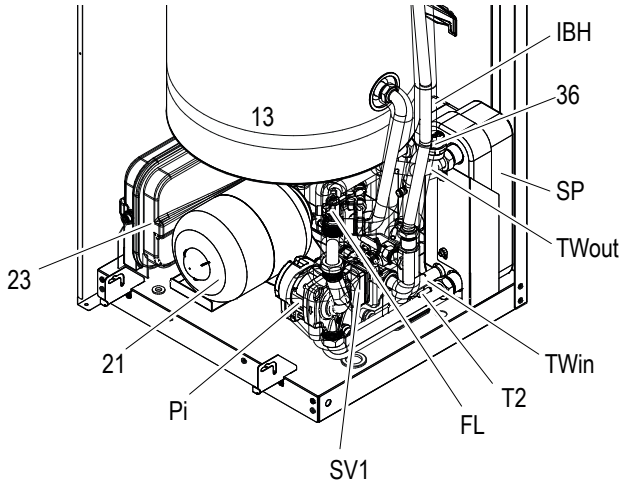
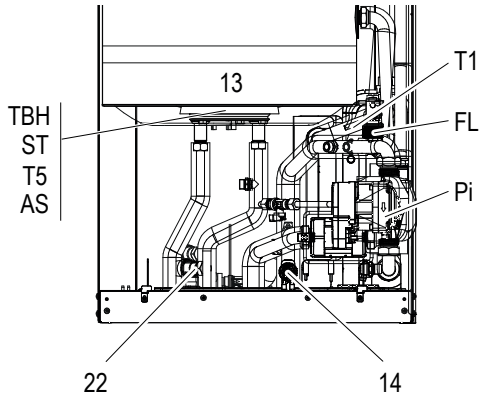
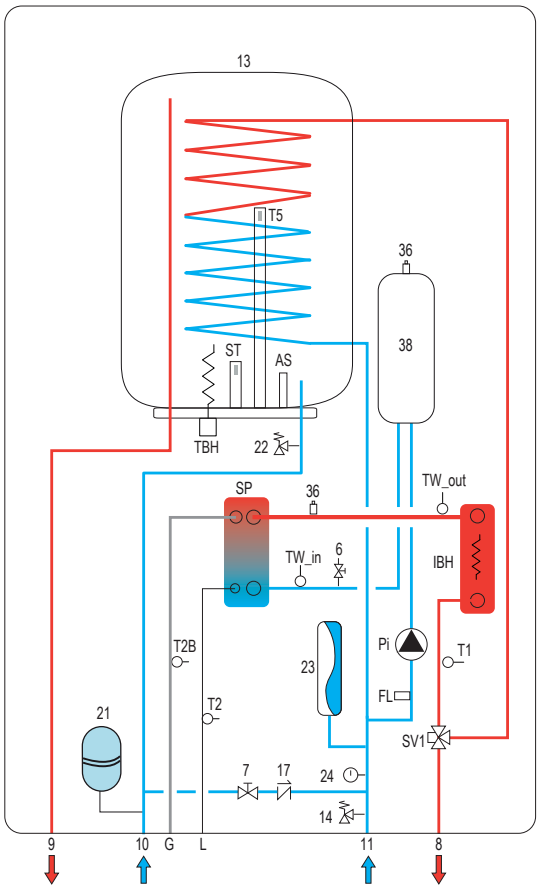
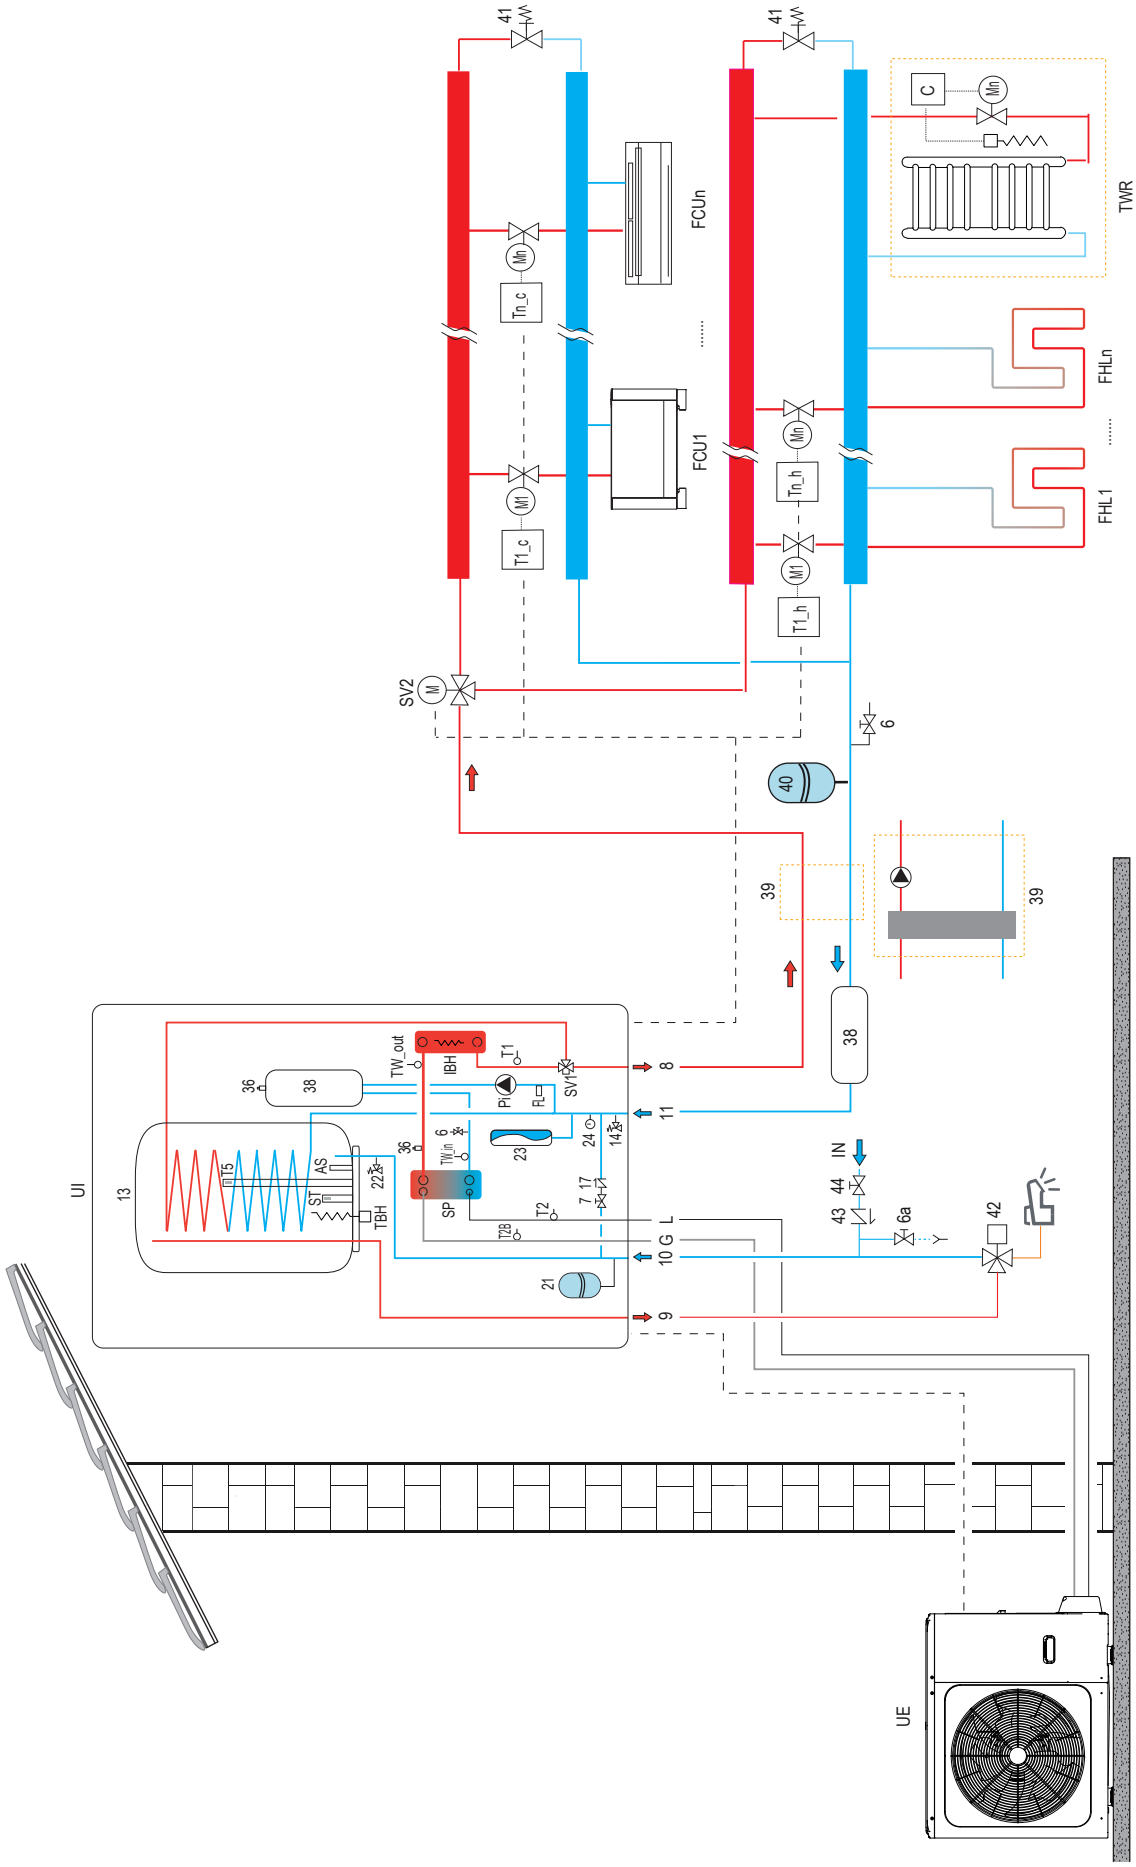

fig. 4 - Vista geral
fig. 5 - Descrição dos componentes - vista frontal (sem ref 21 e 23)
fig. 6 - Esquema hidráulico da unidade interna
fig. 7 - Diagrama de exemplo do sistema
LENDA ("fig. 4 - Vista geral", "fig. 5 - Descrição dos componentes - vista frontal (sem ref 21 e 23)", "fig. 6 - Esquema hidráulico da unidade interna", "fig. 7 - Diagrama de exemplo do sistema"
Para a legenda da fig. 7 consulte a página anterior.